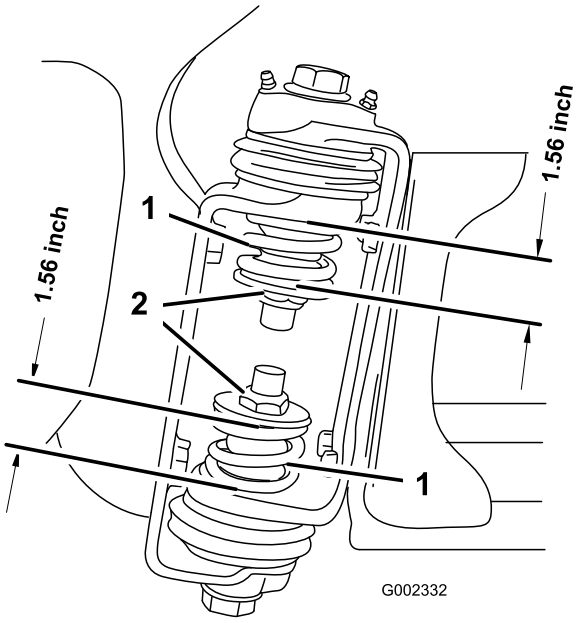

Figur 3
3. Ved bomhengselen bør du måle kompresjonen til øvre og nedre fjær mens bommene er i utstrakt posisjon (Figur 3).